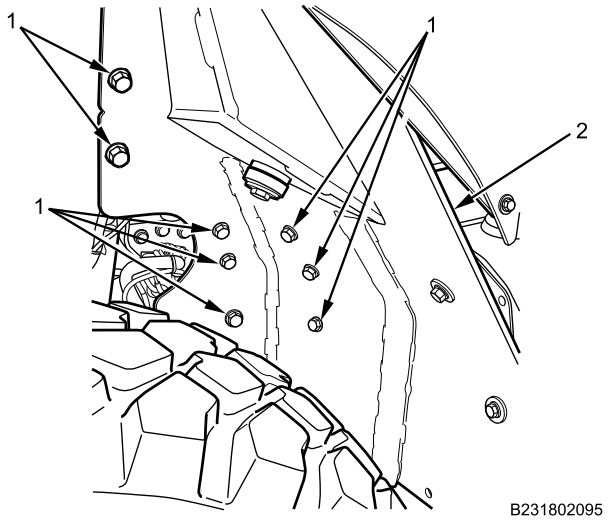

Figure 4. Inner Wheel Deflector Armor Plate.
2. Apply corrosion preventive compound on all mounting bolts (Figure 4, Item 1).
3. Secure inner wheel deflector armor plate (Figure 4, Item 2) with 16 bolts and washers (Figure 4, Item 1). Tighten bolts securely.